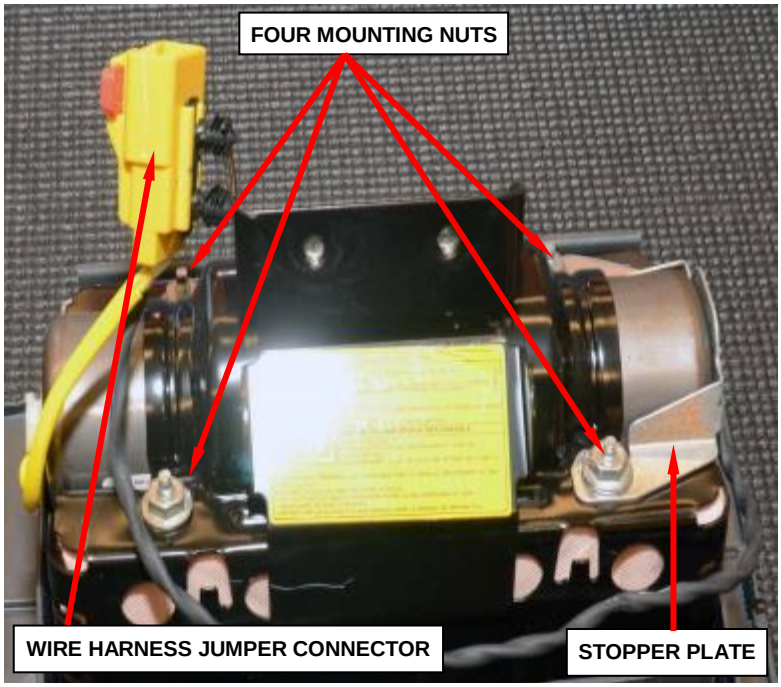

**Figure 55 – Airbag Module**
d. Remove the yellow three way wire harness jumper connector from the housing bracket (Figure 55).
e. Remove and discard the four mounting nuts, then remove the stopper plate from the passenger airbag module (Figure 55).
h. Install the stopper plate to the passenger airbag module (Figure 55).
i. Install the four new mounting nuts to the passenger airbag module and tighten to 53 in. lbs. (6 N·m) (Figure 55).